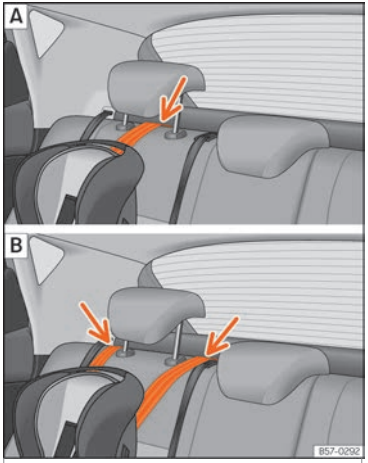

Fig. 28 Rear seats: adjustment and assembly according to the Top Tether belt.
- Place the belt under the head restraint of the back seat ››› Fig. 28 (depending on the instructions of the chair itself, lift or remove the head restraint if necessary).